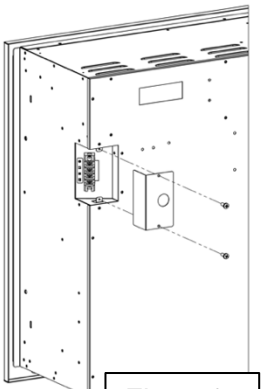

Fig. 7-1
- Remove the 2 securing screws from the junction box cover plate, located on the back left-hand side of the appliance (Fig. 7-1).